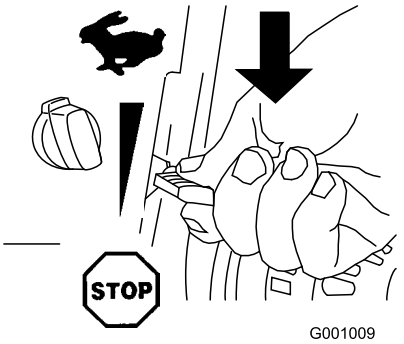

Figur 25
1. Flytta gasreglaget till läget Stop (Figur 25).